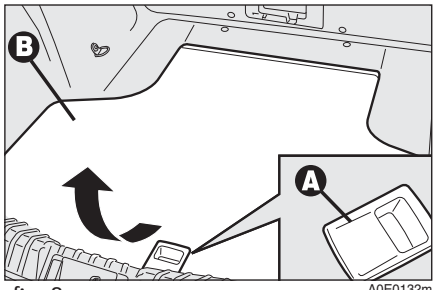
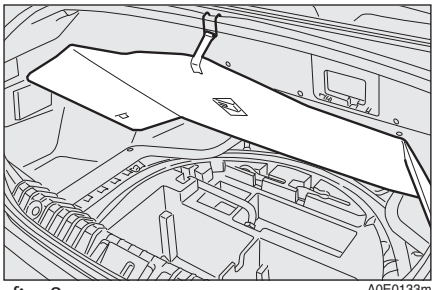

fig. 2
fig. 3
- ❒ Using handle **A-fig. 2**, lift the stiff cover **B** and secure it as shown in **fig. 3**;